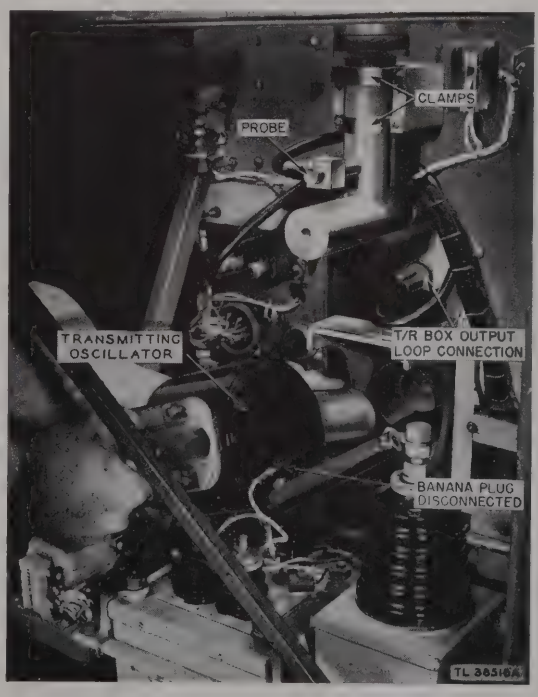

Figure 85. Removing magnetron.
(4) From the rear of the unit, remove the magnetron tube (fig. 85).